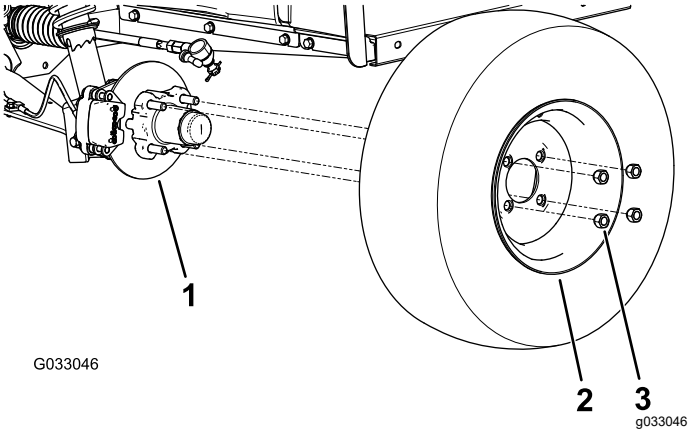

**Figur 25**
2. Fjern de fire hakemutrene som fester hjulet til navet (Figur 25).
4. Innrett hullene i hjulene med boltene i navet, og monter hjulet til navet med ventilstammen på utsiden (Figur 25).
5. Monter hjulet til navet ved hjelp av hakemutterne (Figur 25).